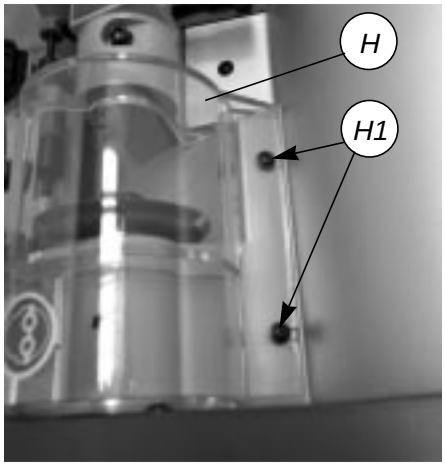

Fig. 23
2) Remove the cutter locking screw (H1) and remove the cutter protective shield (H) (fig.23).